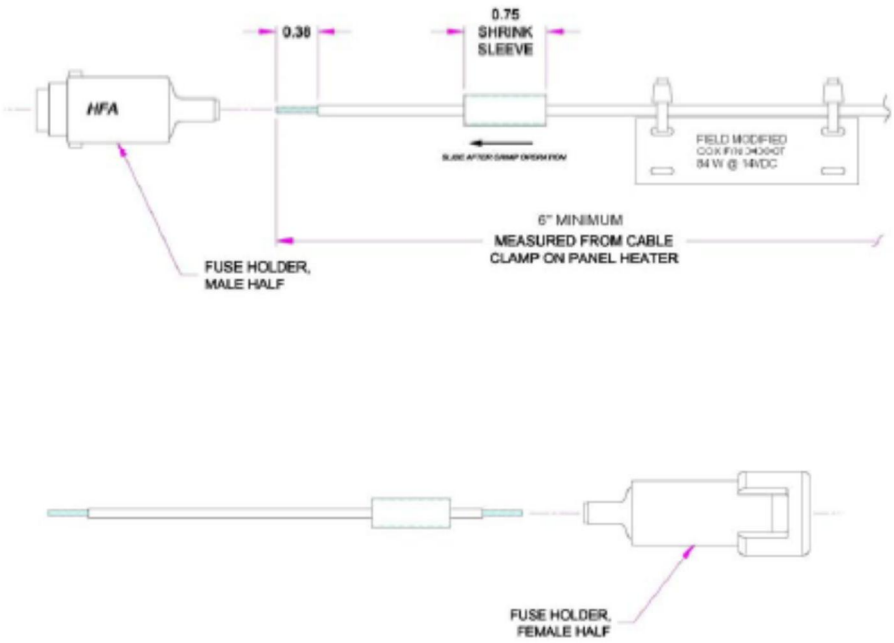

Figure 1 – Heater Mat Modification/Re-Identification
(2) For aircraft, Serial No. **20124**, **20125**, **20128**, **20134**, **20139**, **20143**, **20146** and **20148** to **20215**, with the heater mat glued to the sidewall panel, rework the sidewall panel as instructed in Paragraph 2.C. before you continue to step 2.B.(3).
(3) Discard the attaching hardware when you rework the sidewall panels installed on the aircrafts identified in Paragraph 2.B. only; otherwise keep the attaching hardware for later installation.
(4) Install the felt spacers (12) Part No. 253-44020-060 (qty 10) on the LH sidewall panel as shown in Detail “B” and section E-E, with epoxy adhesive DP-460, per manufacturer instructions.
(5) Install the felt spacers (12) Part No. 253-44020-060 (qty 6) on the panel doubler as shown in Detail “B” and section D-D, with epoxy adhesive DP-460, per manufacturer instructions.
(6) Locate the felt spacers (11) Part No. 253-44020-061 (qty 6) on the LH sidewall panel attachment points as shown in section C-C.
(7) For aircraft, Serial No. **20003** to **20364**, **20366**, **20367**, **20369** and **20372**, do the modification to the heater mat Part No. 3436-06-1/0 as follows: Refer to Figure 1.